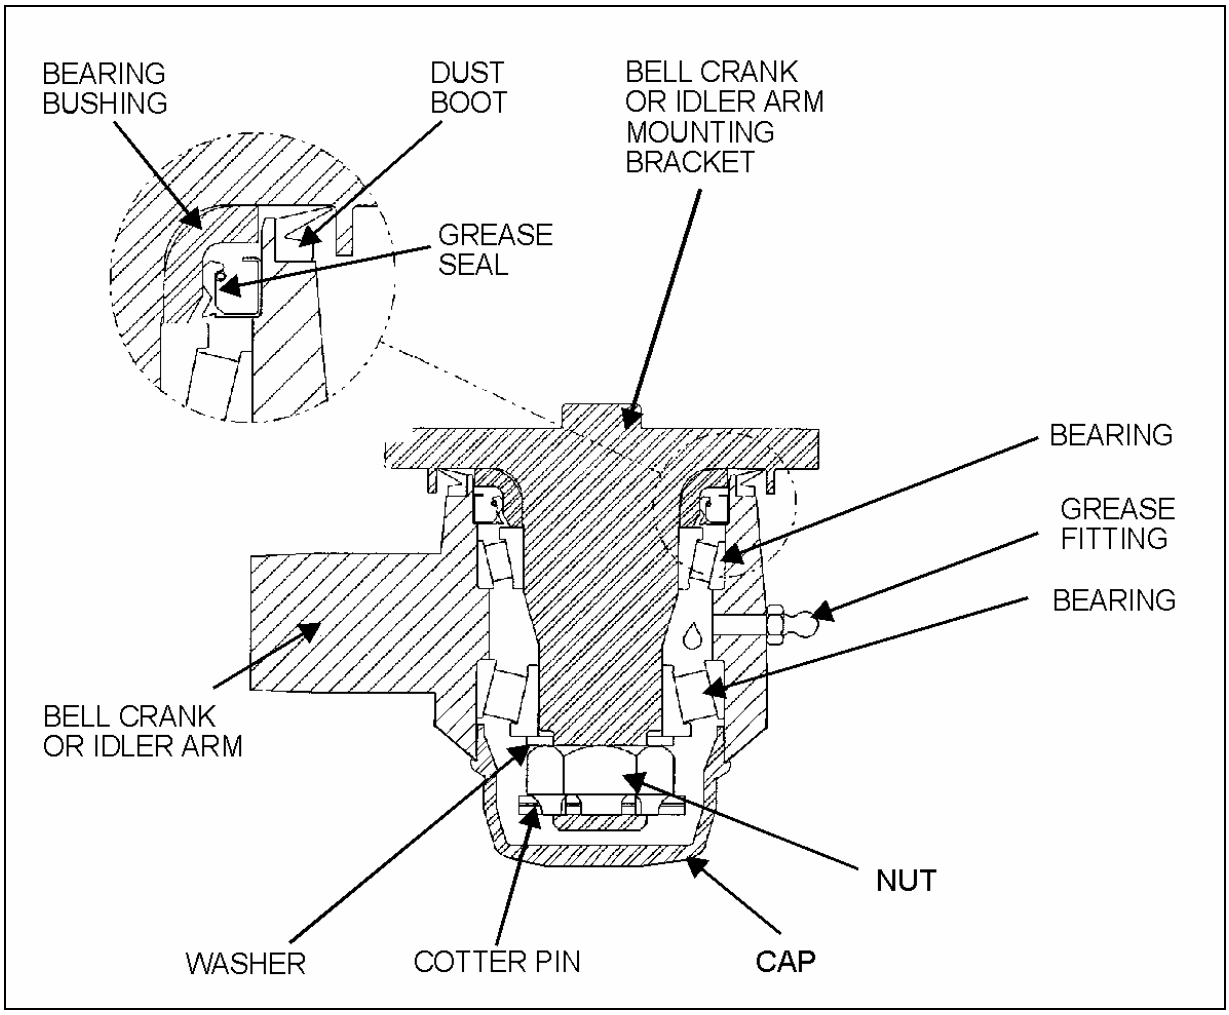

FIGURE 8: BELL CRANK AND IDLER ARM BALL JOINT 16043A
2. Remove the cap (Fig. 8).
3. Remove the cotter pin, nut and tongue washer. Remove bearings, grease seal, bearing bushing and the bell crank or idler arm from its mounting bracket stud (Fig. 8).
2. Install bearing and grease seal in bell crank or idler arm eye (Fig. 8).
Note : *Install grease seal according to figure 8. Grease must be able to exit the bell crank or idler arm mechanism. For grease seal installation use tool Prévost # 110683.*
3. Install bell crank or idler arm on its mounting bracket stud (Fig. 8).
Note: *Bend cotter pin around the nut (Fig. 8). Do not bend the cotter pin in the direction of the cap, because it may interfere with the cap.*